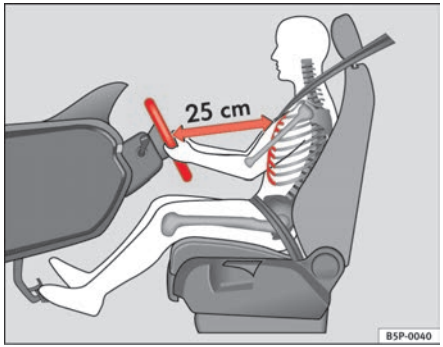

**Fig. 1 The proper distance between driver and steering wheel**
- Adjust the steering wheel so that there is a distance of at least 25 cm between the steering wheel and the centre of your chest ⇒ fig. 1.
- **Adjust the driver's seat so that there is at least 25 cm distance between the centre of the chest and the centre of the steering wheel ⇒ page 10, fig. 1. If you are sitting nearer than 25 cm, the airbag system cannot protect you properly.**